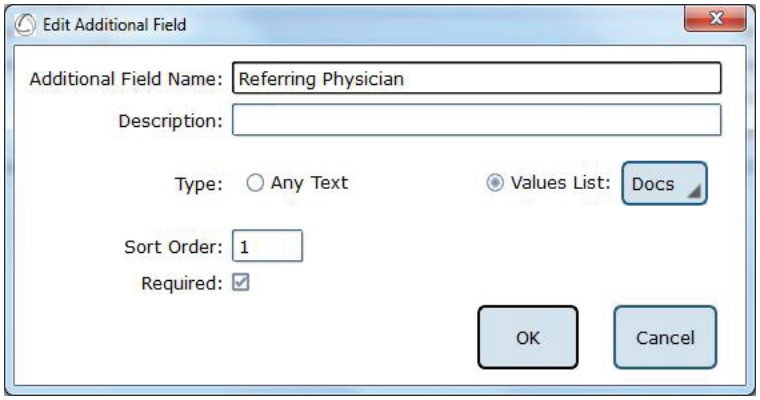

Figure 9: Edit Field Options Menu.
**Edit Field**: Selecting a current field in the system list (at the top of the box) will activate the Edit Field button. This allows the operator to set the type of text that appears in the box (either operator-input text or text from user-created lists), set where in the list the field will appear, and check whether or not it is a required field. Figure 9 shows the Edit Field options menu.